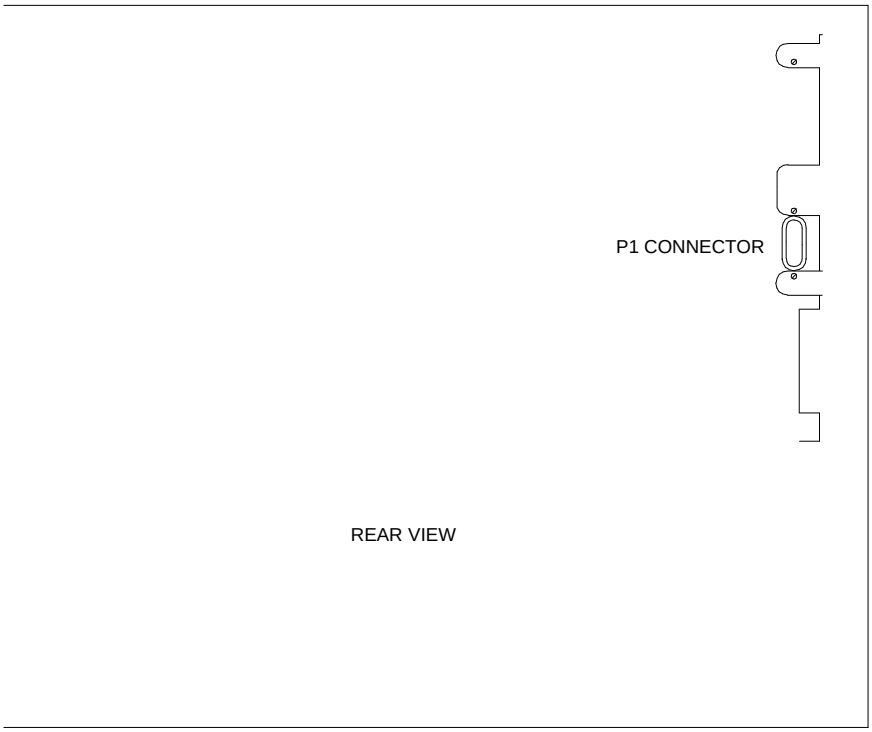

Figure 10-32. Location of P1 Connector
5. Disconnect the ‘‘P1’’ (small 9-pin) connector from the ‘‘D’’ carrier (See Figure 10-32). Move the cable into a position where it will not interfere with removing the carrier.
4. Connect the ‘‘P1’’ (small) connector to the ‘‘D’’ carrier (See Figure 10-32). If necessary, to get enough slack in the cables, cut the tie wrap holding the intercabinet cable from the upright in the area being installed. Snap the connector lock into place to ensure the connection is properly made.